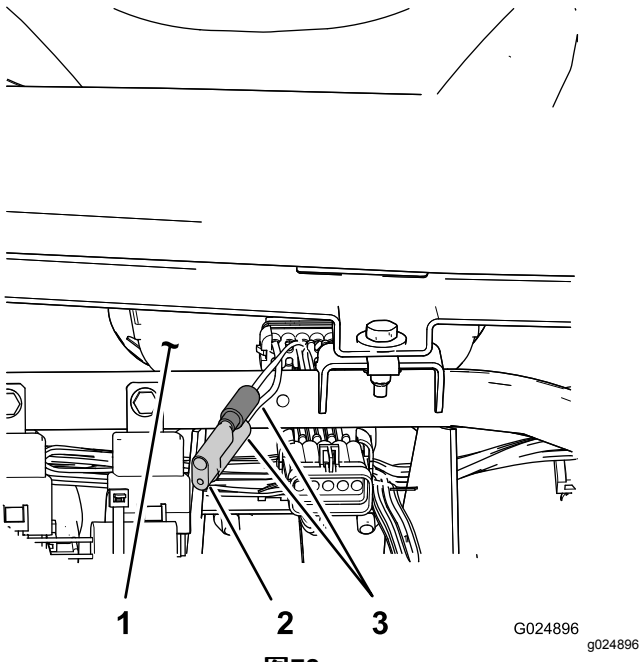

图78
3. 找到速度表旁边的 2 个松动线路图78。
4. 拔下线束上的连接器插头并将线路连接到一起图78。